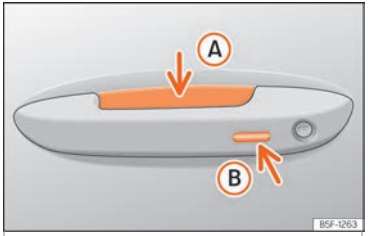

Fig. 88 Manecilla de la puerta: superficies sensoras
›› fig. 88
- Empuñe la manecilla de una de las puertas delanteras. Al hacerlo se toca la superficie sensora ››› fig. 88 Ⓐ (flecha) de la manecilla y se desbloquea el vehículo.
- Toque *una vez* la superficie sensora de bloqueo ››› fig. 88 Ⓑ (flecha) de la manecilla de una de las puertas delanteras. La puerta cuya manecilla se acciona deberá estar cerrada.
- Toque *una vez* la superficie sensora ››› fig. 88 Ⓑ (flecha) de la manecilla de una de las puertas delanteras. El vehículo se bloquea con el sistema de seguridad "Safe" ››› pág. 115. La puerta cuya manecilla se acciona deberá estar cerrada.
- Toque *dos veces* la superficie sensora ››› fig. 88 Ⓑ (flecha) de la manecilla de una de las puertas delanteras para bloquear el vehículo sin activar el sistema de seguridad "Safe" ››› pág. 115.
- Pulse el botón de cierre 🔒 del mando a distancia y toque una vez, dentro de los 5 segundos siguientes, la superficie sensora de bloqueo de la manecilla de la puerta del conductor ››› fig. 88 Ⓑ. No agarre la manecilla de la puerta, de lo contrario el vehículo no se bloqueará. También es posible llevar a cabo la desactivación si se bloquea el vehículo a través de la cerradura de la puerta del conductor.
Para **cerrar con la función de confort** todas las ventanillas eléctricas y el techo de cristal, mantenga un dedo durante unos segundos sobre la superficie sensora de bloqueo ››› fig. 88 Ⓑ (flecha) de la manecilla de la puerta hasta que se hayan cerrado las ventanillas y el techo.
Las superficies sensoras de las manecillas de las puertas podrían activarse al recibir un chorro de agua o de vapor a gran presión en el caso de que hubiera alguna llave del vehículo válida en la zona próxima. Si al menos una de las ventanillas con elevalunas eléctrico está abierta y se activa la superficie sensora ››› fig. 88 Ⓑ (flecha) de una de las manecillas de forma permanente, se cerrarán todas las ventanillas.